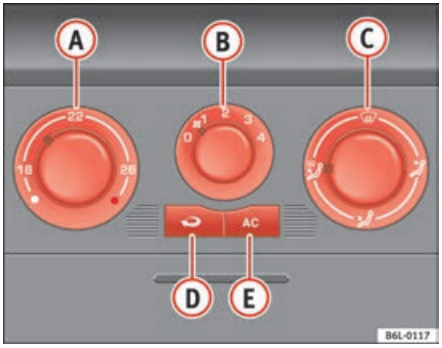

Fig. 94 On the instrument panel: air conditioner controls
– Using the controls ⇒ fig. 94 (A) and (C) and with the switch (B) you can set the temperature, air distribution and the blower speed.
– To switch a function on or off, press the appropriate button (D) or (E). When the function is activated, a warning light on the button comes on.
– Close outlets (3).
– Open and turn outlets (4) towards side windows